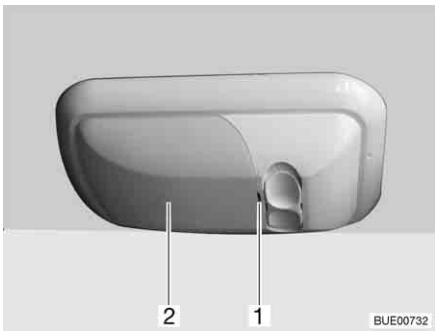

Fig. 213 Cooker lamp
- Use a suitable tool (e.g. a screwdriver) to carefully lever out the cover (Fig. 213,2) at the notch (Fig. 213,1) and remove it.